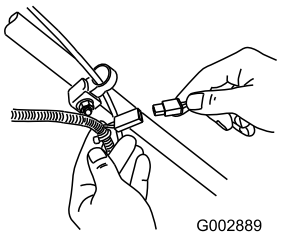

Figuur 26
1. Sluit de acculader aan op de kabelboom van de machine die zich onder het contactsleuteltje bevindt (Figuur 26).